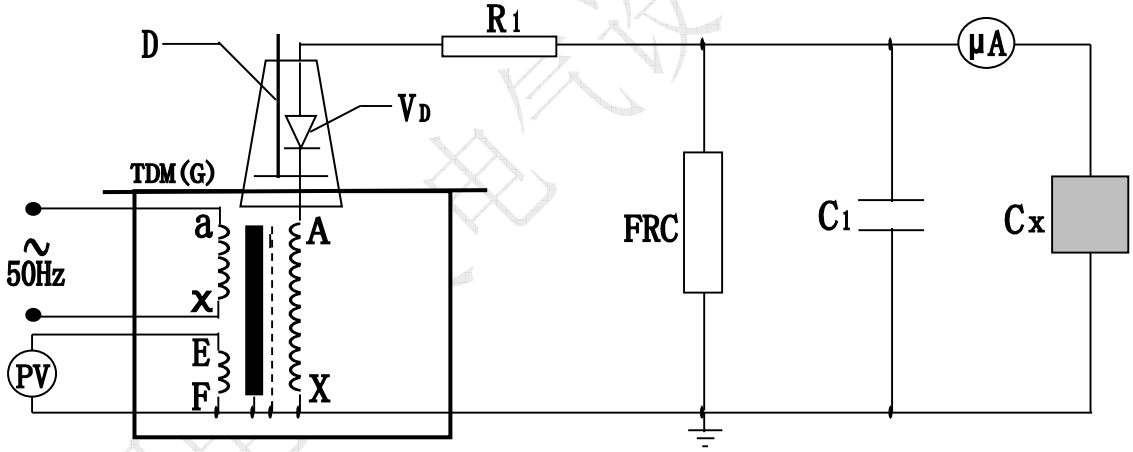

图 7：高压直流泄露试验接线图
2、 TDM(G)试验变压器在做被试品的直流耐压或泄露试验时接线原理图如图 7。
注：此试验应先抽出短路杆“D”，图 7 中所示。